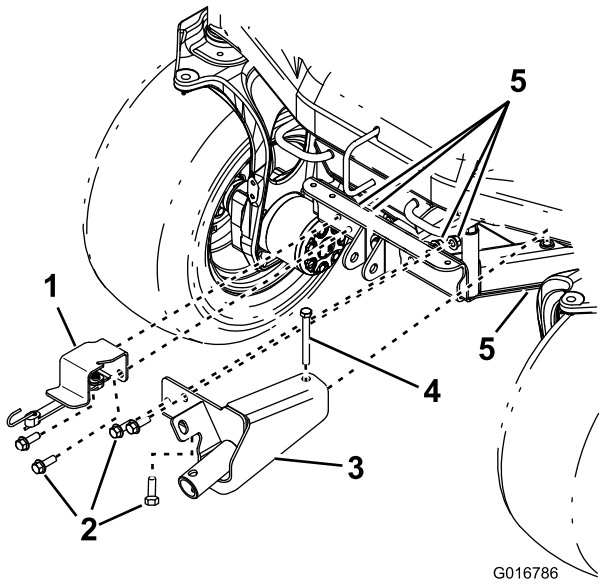

Figura 5
2. Fissate la staffa di supporto del cavalletto al telaio della macchina con 2 bulloni flangiati a testa esagonale e 2 dadi di bloccaggio (Figura 5).
3. Installate la staffa del cavalletto al telaio della macchina con 3 bulloni flangiati a testa esagonale (1/2 x 1-1/2 poll.), un bullone a testa esagonale (1/2 x 4-1/2 poll.) e 4 dadi di bloccaggio (Figura 5).